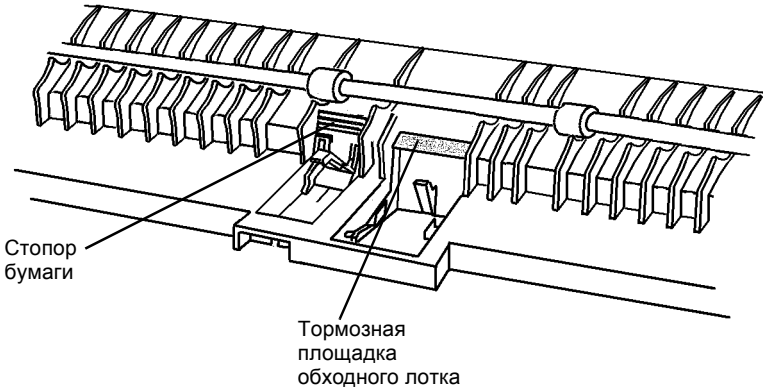

Рисунок 4 Позиционирование стопора бумаги
1. Во избежание застреваний с кодом C3, расположите стопор бумаги и тормозную площадку обходного лотка, как было показано при выполнении шага 2 снятия (Рисунок 4).